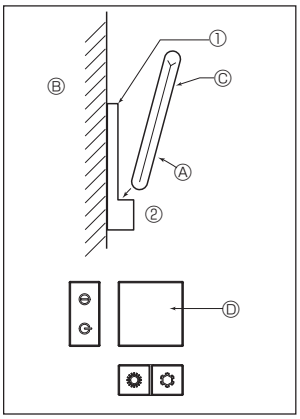

Fig. 7-7
2) Méthode d'installation (Fig. 7-7)
① Attachez le support de la télécommande à l'endroit voulu à l'aide de 2 vis à taraud.
② Mettez la partie inférieure de la télécommande dans le support.